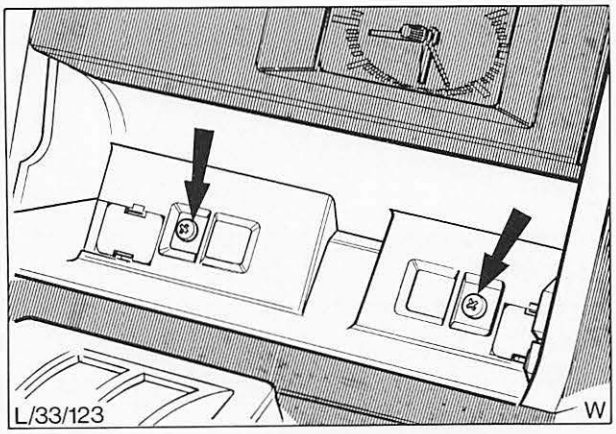

Abb. 21 Befestigungsschrauben – Konsolenblende
3. Befestigungsschrauben (2) entfernen und Blende von der Konsole abbauen, Abb. 21.